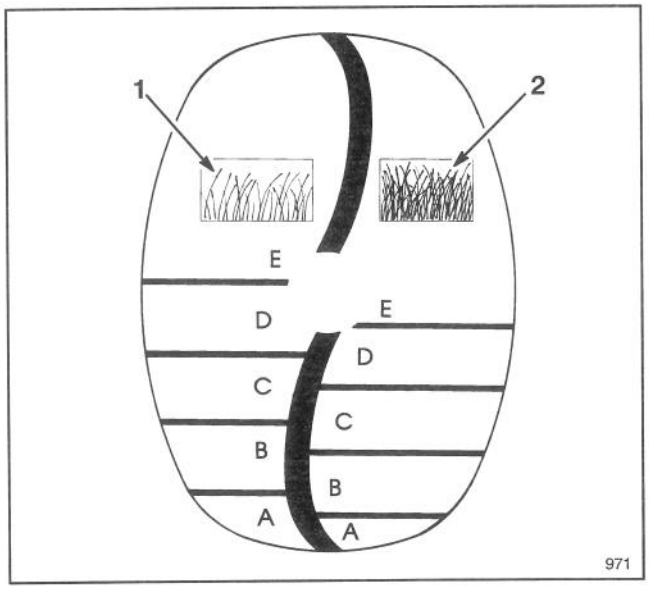

Figure 16
The SmartWheel has two cutting scales — SPARSE/NORMAL and LUSH — to ensure the best height–of–cut setting in any mowing condition (Fig.16). Use the SPARSE/NORMAL scale during the warm summer season for the majority of your mowing. The LUSH scale is for thick, moist, succulent grass that grows most often in the spring.
1. Before starting the engine and beginning to mow, push the mower into the grass. Stop when the letters on the SmartWheel™ design on the rear left wheel are upright (Fig. 16).
2. Using the color coded SmartWheel design (Fig. 16), compare the tips of the grass blades to the colors/letters on the wheel. Whichever color/letter the tips of the grass blades correspond with is the proper cutting height.